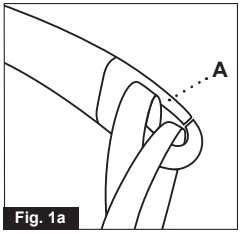
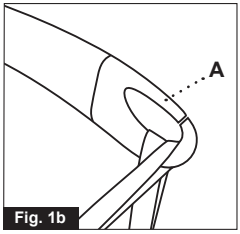

Fig. 1a
Fig. 1b
Be careful when attaching the lifting sling on the hooks. Check that the straps have been pulled completely through the rubber safety catch (A) and into place in the lifting hanger's hooks. When pressing the up button to lift the user, check again that all the straps remain correctly placed in the lifting hanger's hooks (fig. 1a and fig. 1b).